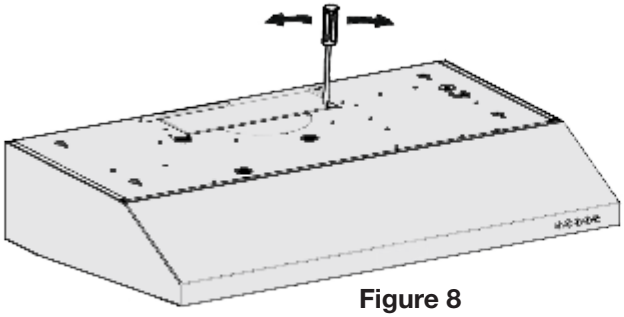

Figure 8
- Pour une évacuation rectangulaire vers le haut (verticale), il suffit d'installer le registre rectangulaire fourni (voir les figures 8, 9 et 10) en utilisant vis 4*8 mm.